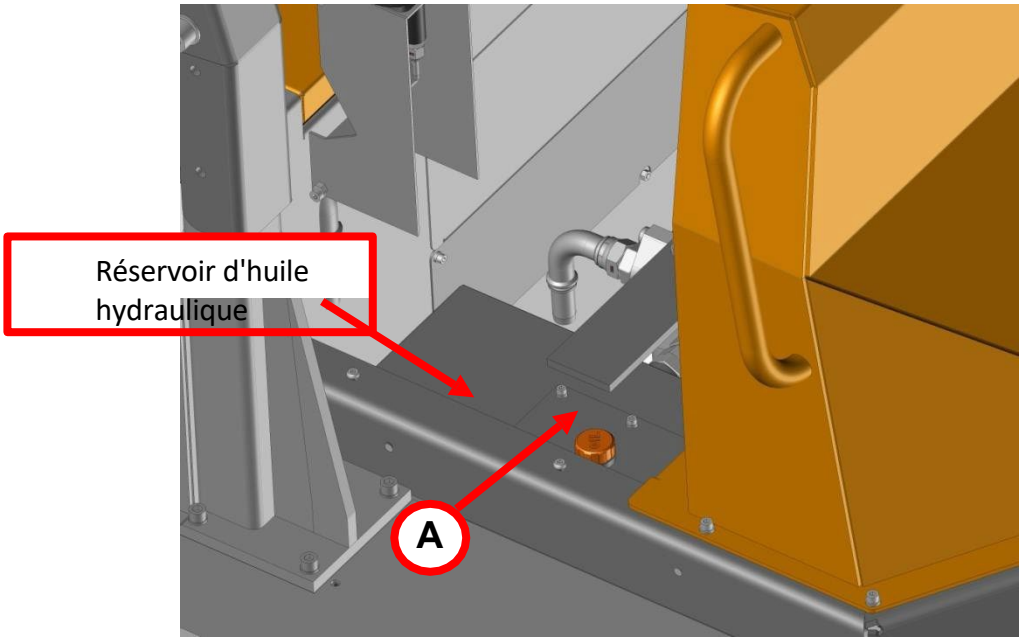

Figure 40 : Réservoir d'huile hydraulique
Faire l'appoint d'huile hydraulique : Pour accéder au réservoir d'huile hydraulique, suivez la procédure de la partie 8.2, section c, pour retirer le marchepied. Le réservoir d'huile hydraulique se trouve sous le marchepied, sur le côté droit (figure 40). Procédez comme suit pour contrôler / remplir le réservoir d'huile hydraulique :
5. Ouvrez le bouchon A comme indiqué sur la figure 40 pour relâcher la pression dans le réservoir d'huile hydraulique.